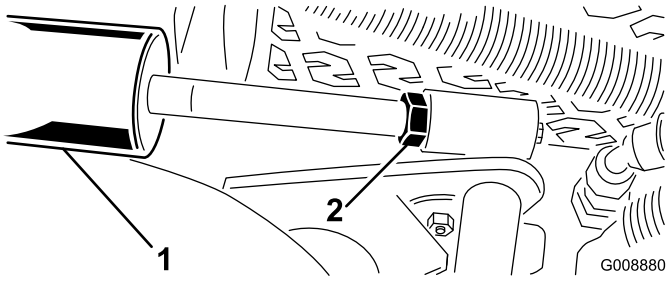

Figuur 29
A. Breng de maaidekken omlaag en draai de contramoer op de cilinder los (Figuur 29).